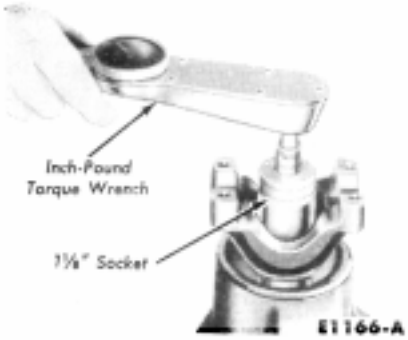

FIG. 18 Checking Pinion Bearing Preload
5. Check the pinion bearing preload (Fig. 18). Disregard the torque required to start the pinion rotating. The specified torque of 10 to 30 in-lb. refers to the tightening required to keep the pinion rotating after it has been started.
9. Check the pinion bearing preload (Fig. 18). The preload should be 20 to 40 in-lb. Add shims to decrease the preload and remove shims to increase the preload.